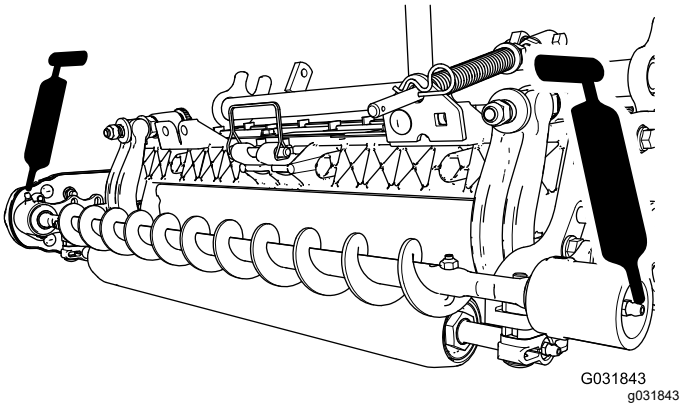

Figur 20
3. Smør smøreniplene på hver side av valsebørstens lagerhus med nr. 2 litiumbasert smørefett (Figur 20).